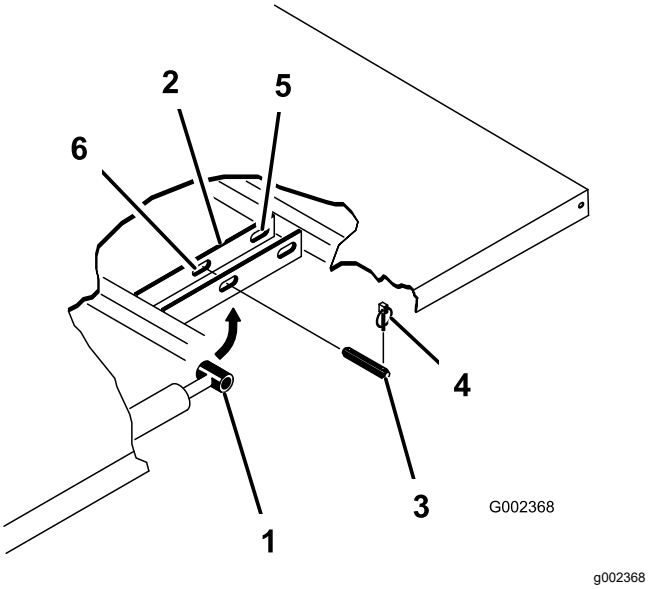

Figuur 3
4. Verwijder de borgpennen van de uiteinden van de gaffelpennen van de cilinderstang (Figuur 3).